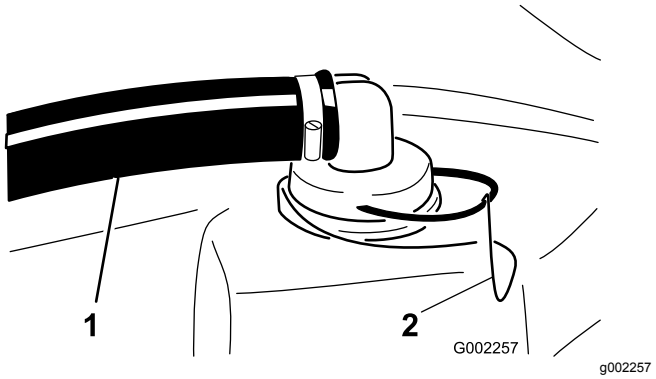

Figuur 48
2. Verwijder de borgveer van de rode aansluitstuk dat is bevestigd aan de grote slang op de tank (Figuur 48).
3. Maak de slang los van de tank (Figuur 48).